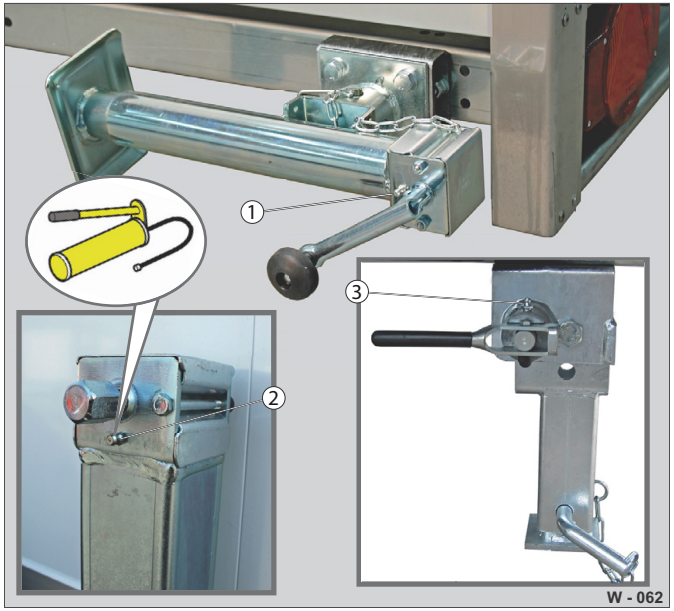

Abb. 58 Podpěry: Mazací místa
▶ Namažte podpěry pomocí mazacího lisu na maznici (Abb. 58/1,2,3).